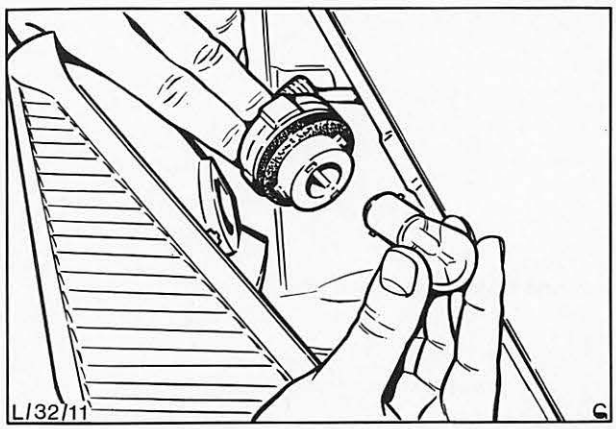

Abb. 17 Glühlampe – Blinkleuchte aus der Fassung lösen
4. Glühlampe nach links aus der Fassung herausdrehen, Abb. 17.